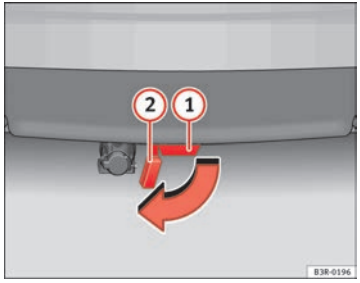

Fig. 152 Rear bumper: Open the cover piece
– Remove the cover piece (2) ⇒ fig. 152 on the mounting fixture (1) below the bumper as far as it will go. The cover piece is held automatically in the open position.